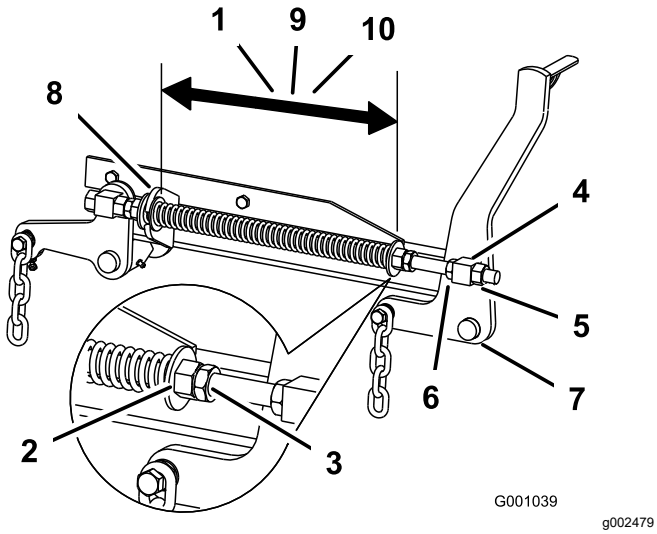

Figur 106
2. Kontrollera avståndet mellan de två stora brickorna. Det ska vara 28,2 cm för klippdäck på 132 cm, 26,7 cm för klippdäck på 152 cm och 29,2 cm för klippdäck på 183 cm (Figur 106).
3. Justera det här avståndet genom att lossa fjäderkontramuttern och vrida muttern framför respektive fjäder (Figur 106).
4. Lås muttern på plats genom att dra åt fjäderkontramuttern (Figur 106).